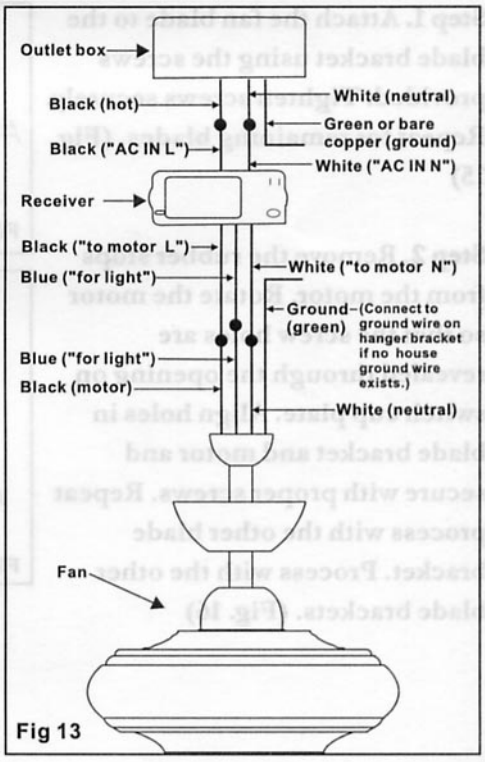

Fig 13
Step 2. (Fig. 13) Motor to receiver Electrical Connections; Connect the Black wire from the fan to the Black wire marked "To Motor L" from the receiver. Connect the White wire from the fan to the White wire marked "To Motor N" from the receiver. Connect the Blue wire from the fan to the Blue wire marked "For Light" from the receiver.
Step 3.(Fig. 13) Receiver to house supply wires Electrical Connections; Connect the Black (Hot) wire from the outlet box to the Black wire marked "AC in L" from the receiver. Connect the White (neutral) wire from the outlet box to the white wire marked "AC in N" from the receiver. Secure all wire connections with the plastic wire nuts provided.
Step 4. (Fig. 13) If your outlet box has a ground wire (green or bare copper) connect the fan ground wire from hanger ball and hanger bracket to it; otherwise connect the fan ground wire from the hanger ball and hanger bracket together.